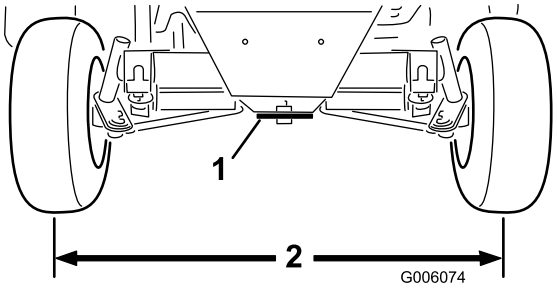

**Figur 57**
2. Løsn kontramøtrikkerne på begge styreforbindelsesstænger. Juster begge styreforbindelsesstænger, indtil afstanden fra midten til midten foran og bag baghjulene er den samme (Figur 57).